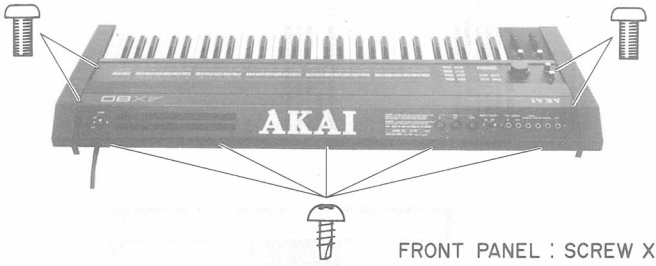

Fig. 2-1
1) Remove nine screws in Fig. 2-1.